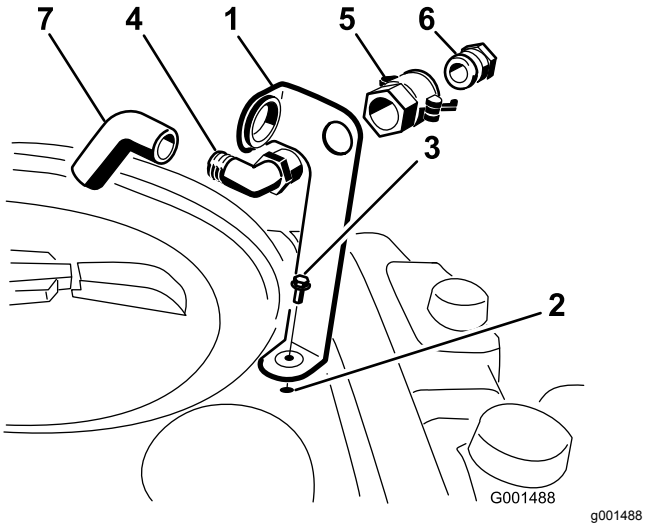

Rysunek 3
1. Umieść wspornik przyłącza napełniania na gwintowanym otworze w zbiorniku i przykręć go śrubą z łbem kołnierzowym (5/16 x ¾ cala) (Rysunek 3).
2. Przełóż gwintowany koniec kolanka 90° przez otwór we wsporniku i przykręć do niego szybkozłącze, mocując kolanko do wspornika (Rysunek 3).
3. Zamontuj złącze adaptera węża do szybkozłącza (Rysunek 3).
4. Zablokuj adapter, przekręcając dźwignie w stronę wspornika, a następnie zamocuj je zawleczkami (Rysunek 3).
5. Zamontuj przewód przeciwdziałający rozpryskiwaniu, przekładając go przez otwór we wsporniku i mocując do karbowanego końca złącza kolankowego 90° (Rysunek 3).